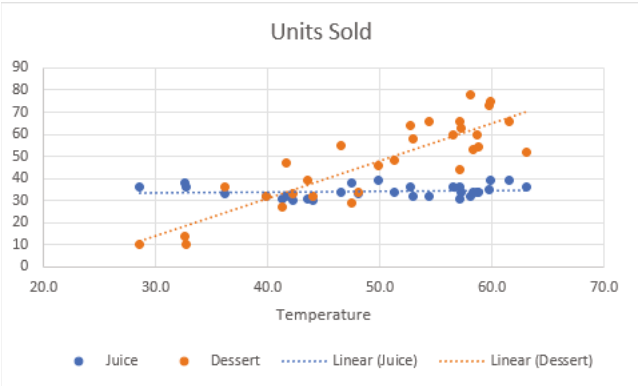

Figure 7.34: Smoothie type vs. temperature
6. Change the chart title by selecting it and typing a new title. Figure 7.34 shows the final chart.